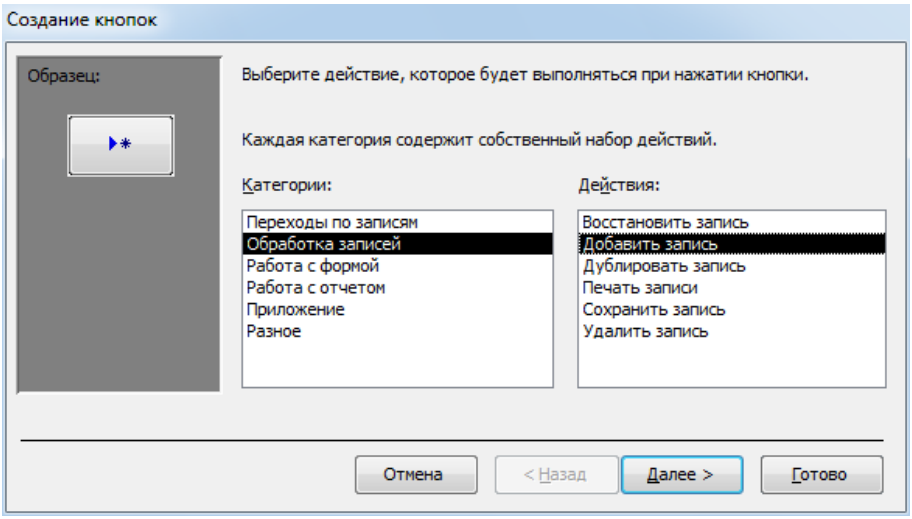
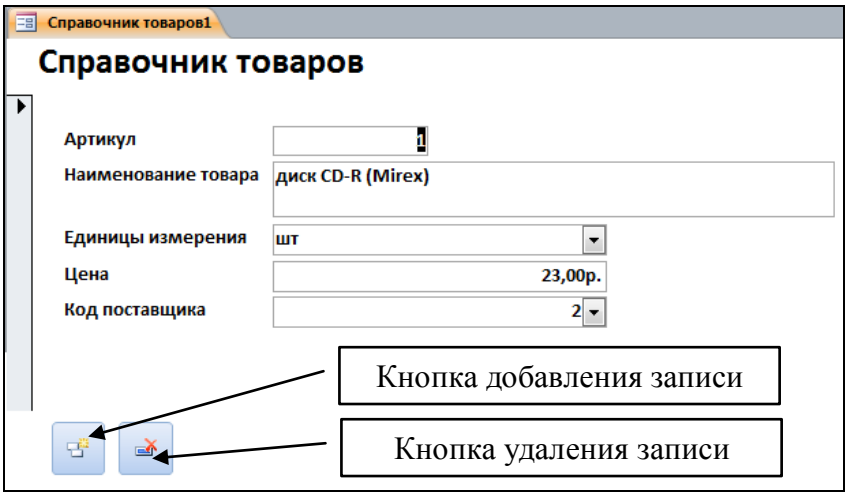

Рис. 3.10. Добавление кнопки
Рис. 3.14. Кнопки
9. На экране появляется диалоговое окно *Создание кнопок*, в котором выбирается категория *Обработка записей*, *Действие – Добавить запись* (рис. 3.10), и нажимается кнопка *Готово*.
Примечание: кнопка *Удаление записи* добавляется аналогично (рис. 3.14) с той лишь разницей, что в разделе *Действие* выбирается команда *Удалить запись* (см. рис. 3.10).